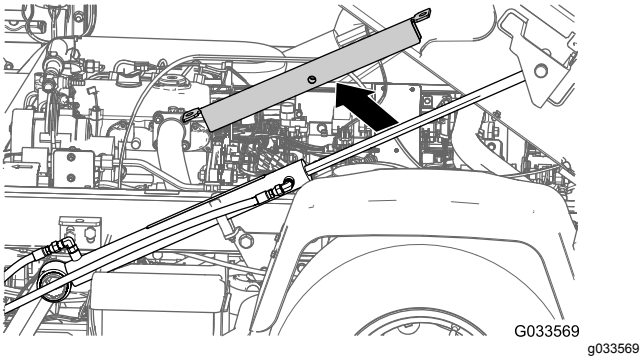
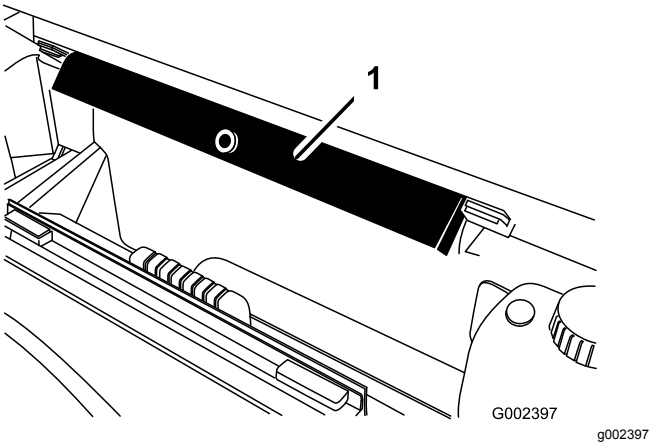

Figuur 34
Figuur 35
2. Verwijder de laadbakbeveiliging van de hefcilinder en plaats de beveiliging in de opberghaken aan de achterzijde van het paneel van de rolbeugel (Figuur 34 en Figuur 35).